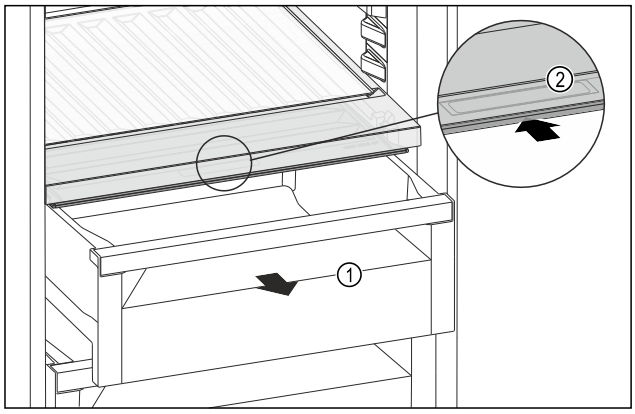

Fig. 176
▶ Retirer le tiroir *Fig. 176 (1)*.
▶ Saisir la poignée encastrée *Fig. 176 (2)* du couvercle du compartiment et pousser le couvercle du compartiment vers l'arrière.